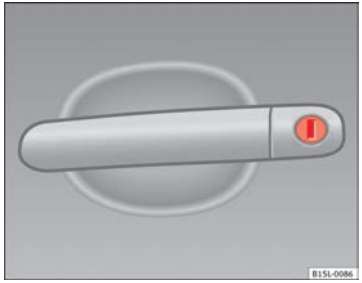

Fig. 135 Driver side door handle with lock cylinder
- Insert the key shaft into the lock cylinder to unlock or lock the vehicle ⇒ Fig. 135. ■